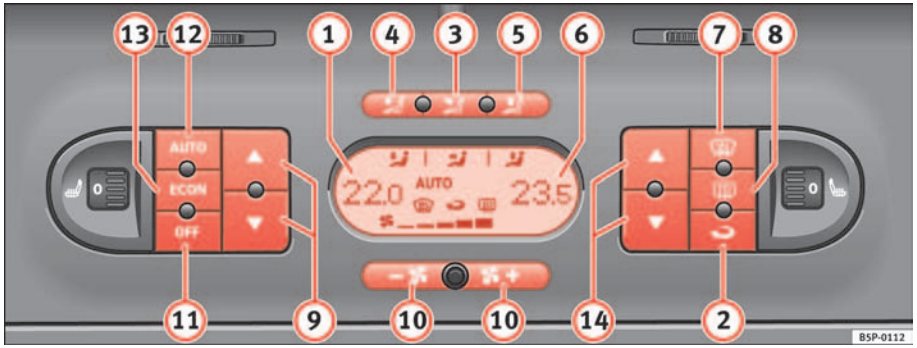

Fig. 125 On the dash panel: 2C Climatronic controls
– Press the temperature control buttons ⇒ page 152, fig. 125 (9) or (14) in order to adjust the temperature on the left hand side or the right hand side respectively.
– Press the button AUTO ⇒ page 152, fig. 125."AUTO" is shown on the display. ▶